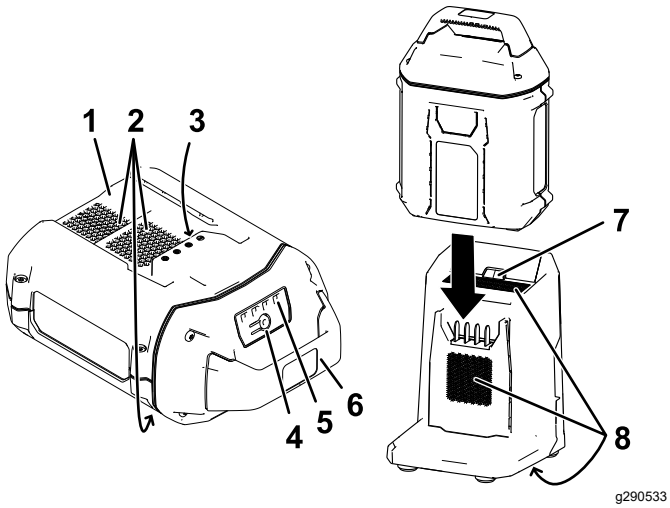

**Figure 10**
2. Line up the cavity in the battery pack (Figure 10) with the tongue on the charger.
3. Slide the battery pack into the charger until it is fully seated (Figure 10).